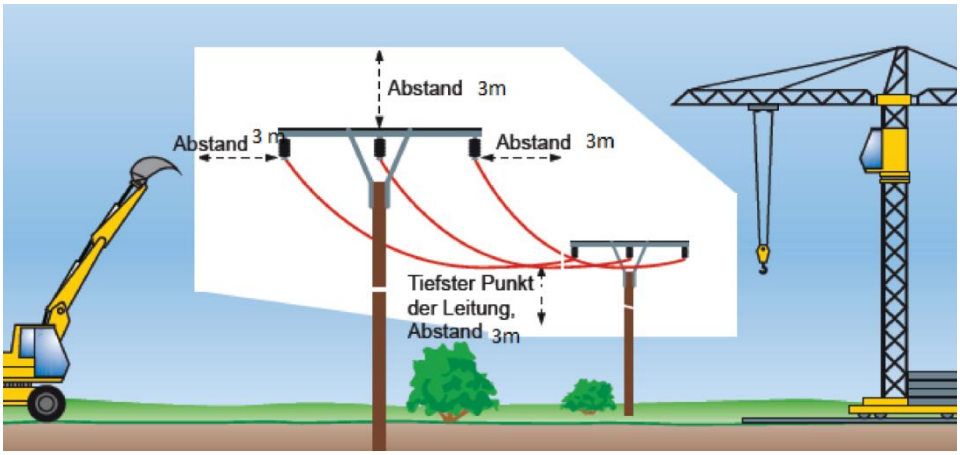

**Abb.5** © EW Medien und Kongresse GmbH, Frankfurt am Main
- über 1.000 Volt bis 110.000 Volt Schutzabstand = 3 m nach allen Seiten (siehe Abb. 5),